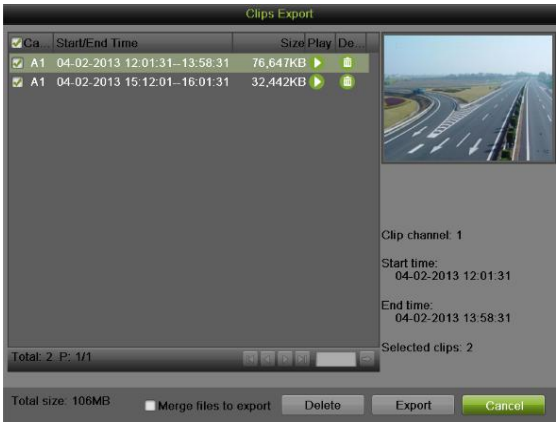

Figure 70 Clips Export Interface
1. Enter the Clips Export menu, shown in Figure 70 by first going to Menu > Playback. In the Playback menu, click the Clips Export button.